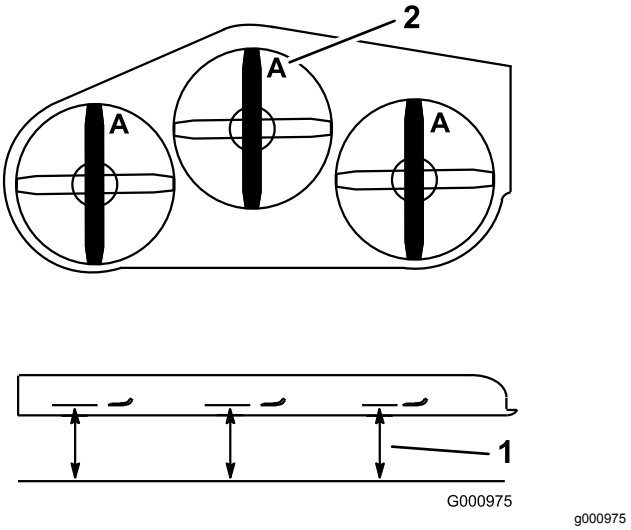

Figuur 113
2. Meet de afstand tussen een horizontaal oppervlak en de snijrand, stand **A**, van de messen (Figuur 113).